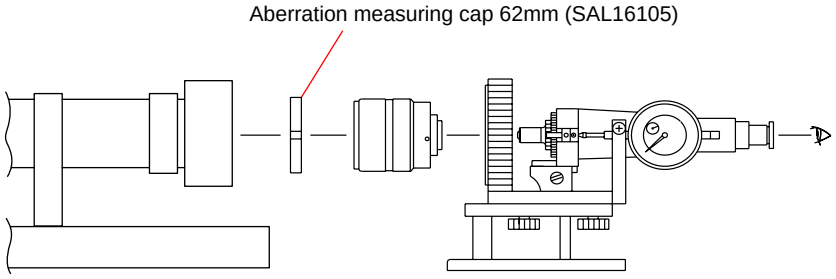

Fig.4-7-1
2) Set the aberration measuring cap 62mm (F8 equivalent) on the tip of lens as shown in the Fig.4-7-1, then measure the flange back (f’F).